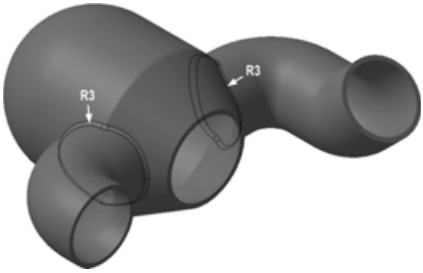

Рис. 6.68
- Скруглите ребра пересечения наружных поверхностей обеих трубок и основания радиусом 3 (рис. 6.68).